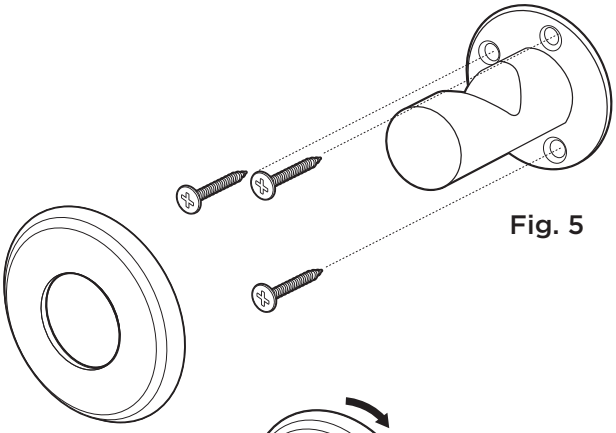

Fig. 5
- Pour installer le crochet pour sac, mesurez jusqu'à 44″ à partir du sol fini à l'emplacement souhaité et marquez le mur. **Fig. 5**